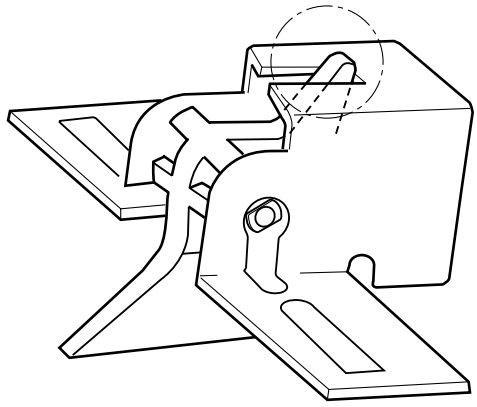

Figure 6-220
a. Make sure that the boss on the upper separation claw is in contact with the mount as shown in Figure 6-220.